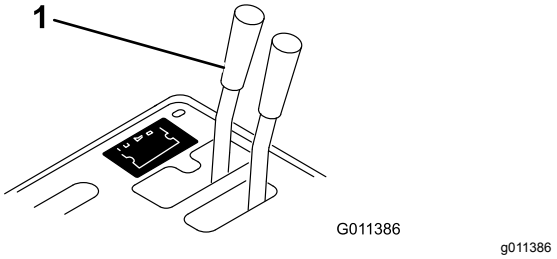
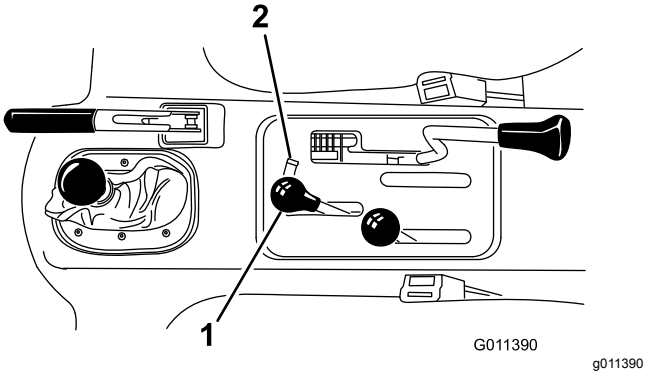

Figur 14
Figur 15
1. På fordon med serienummer som är lägre än 239999999 för du den fjärrstyrda hydraulventilens handtag (Figur 14) till det upphöjda läget och på fordon med serienummer som är 240000001 och högre för du den hydrauliska lyftspaken (Figur 15) fram och tillbaka för att få bort systemtrycket och underlätta urkopplingen av snabbkopplingarna.